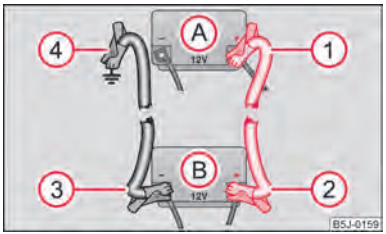

Fig. 147 Avviamento d'emergenza con la batteria di un altro veicolo: A - Batteria scarica, B - Batteria erogante corrente
– Collegare un'estremità del cavo ① al polo positivo ⇒ fig. 147 della batteria scarica Ⓐ.
– Collegare l'altra estremità del cavo ② al polo positivo della batteria erogante corrente Ⓑ.